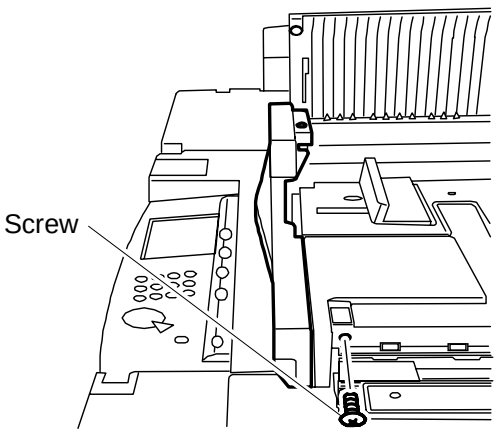

Fig. 3
2) Remove the 1 screw from the right face of the ADF. (Fig. 3)